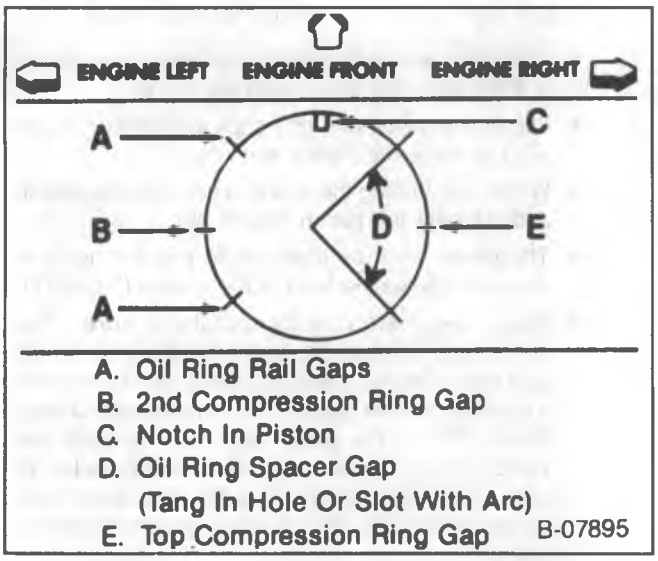

Figure 27—Piston Ring End Gap Locations
- Locate the piston ring end gaps as shown in figure 27. Lubricate the piston and rings.
- The piston must be installed so that the notch in the piston faces the front of the engine (figure 27).